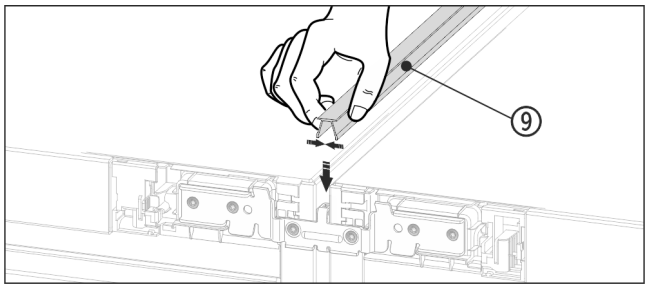

Fig. 20
▶ On the top press the short cover strip *Fig. 20 (9)* into the horizontal gap.